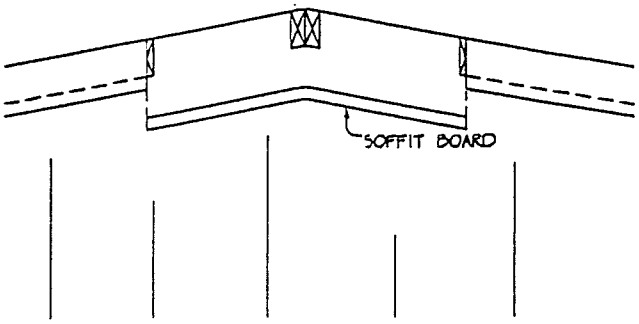

FIGURE 16
24. Complete soffit by installing the under eave soffit panel. This panel must be cut to fit for length between the two factory installed under eave panels. (See Figure 16)